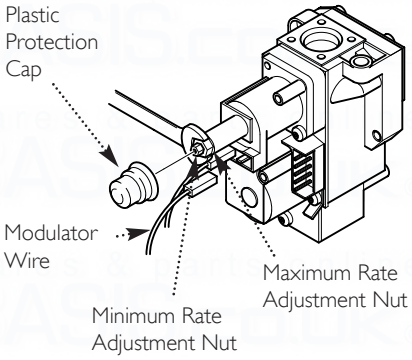

Fig. 49 **NOTE:** Gas Valve Electrical Plug/Igniter not shown for clarity.
**Adjusting the Pressure** (Fig 49)